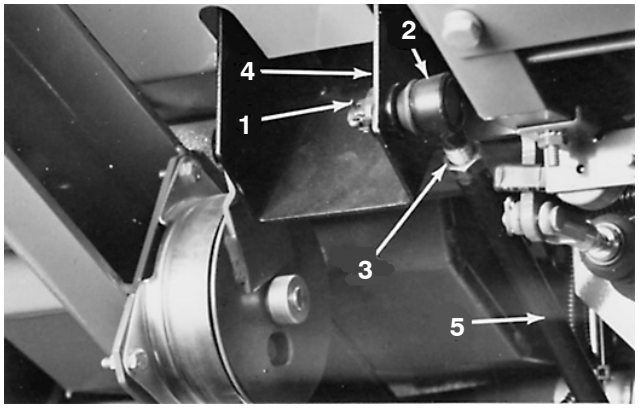

Figure 75
2. Remove cotter pin and slotted nut from ball joint at traction pedal (Fig. 75). Disconnect ball joint from traction pedal.